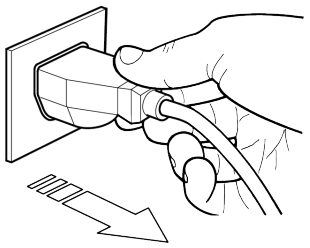
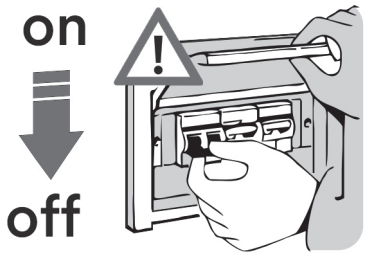

fig. 3
fig. 4
The equipment is not equipped on board with a disconnector capable of simultaneously disconnecting power to two poles (phase and neutral) of the power supply. In fact, pressing the OFF button on the electronic control unit only stops the operation of the showcase, but does not switch off the power to the electrical components inside the showcase (lights, fans and terminal board). The disconnection can be done by means of a plug socket (fig.3), but the installer is strongly advised to place an omnipolar switch (fig.4) on the electrical connection upstream of the equipment to ensure the total disconnection of the showcase from the power supply.
**Pressing the OFF button on the electronic control unit stops the operation of the showcase but does not cause the disconnection of the power supply. It is therefore obligatory, in the event of maintenance work, to completely disconnect the showcase from the mains by pulling the power plug (fig.3) or by acting on the main switch installed upstream of the showcase (fig.4).**
**In the event of a fire, always immediately switch off the main power line switch (fig. 4).**